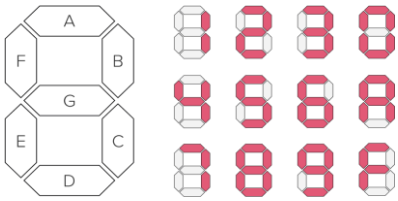
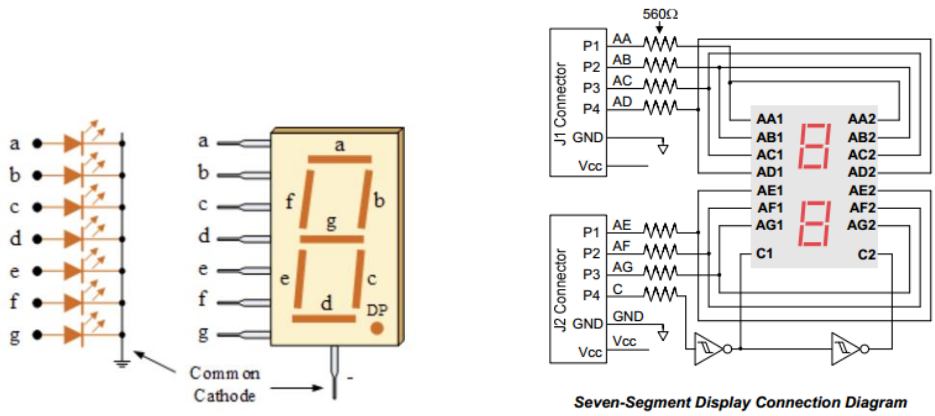

Figure 1: Illustration of a seven-segment display and some alphanumeric characters.
Figure 3: Common-cathode SSD configuration (left), and PMOD SSD electrical schematic (right).
Each of the SSD digits is composed of seven segments arranged as shown in Figure 3, with an LED embedded in each segment. Segment LEDs can be individually illuminated. Any one of the 128 patterns can be displayed on a digit by illuminating certain LED segments and leaving the others dark, with some examples shown in Figure 1.
LED segments light up when current traverses them, flowing from the anode terminal to the cathode terminal. In common-cathode displays, the cathode terminals of all seven LED segments forming each digit are tied together to a common circuit node, while the anodes remain separate (see Figure 3, left). Effectively, driving individual anodes high allows us to determine which segments will be lit up, while grounding the common cathode allows us to "enable" whole digits.
Furthermore (see Figure 3, right), the anode circuit connections are shared amongst both digits. For example, input "AD" drives the anodes for the "d" segments in both digits, i.e., AD1 and AD2. That is why the PMOD SSD board only has just eight signal pins despite featuring two displays. Finally, note that the cathode line "C" (J2 connector, pin P4) is connected to both C1 and C2 but it features a pair of "trigger inverter" circuits along the way. These components are essentially fancy NOT gates, which force the levels seen at SSD inputs C1 and C2 to always be opposite. This means that *when "C" is driven HIGH, C1 is LOW (1st digit active) while C2 is HIGH (2nd digit is inactive), while the opposite happens when C1 is driven LOW*. This arrangement therefore always activates one display digit at a time, with "C" acting as the selector signal.
2. In Figure 3, each segment in the display is identified by an alphabetical character from A to G. All seven segments are combined into `ssd` with 'A' as its most-significant bit `ssd[6]` and 'G' as its least-significant bit `ssd[0]`. This allows us to code numbers as `ssd = 7'bABCDEFG` where ABCDEFG are zeros or ones representing which segments are switched ON or OFF. PMOD SSDs are **active high**, i.e., logic value 1 corresponds to ON. For instance, number 7 is `ssd = 7'b1110000`. (reminder: if using the Basys3, the display logic is *active low* instead – see Appendix)